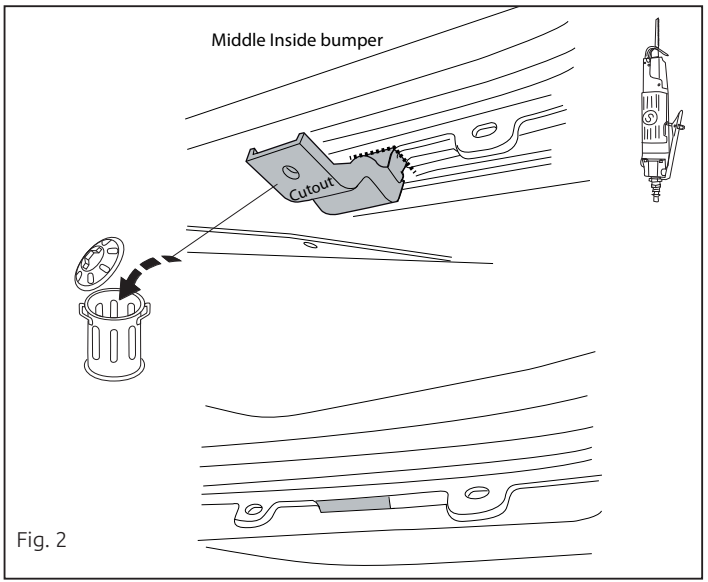

Fig. 2
3. Выпилить обозначенную часть, как указано на рис. 2.